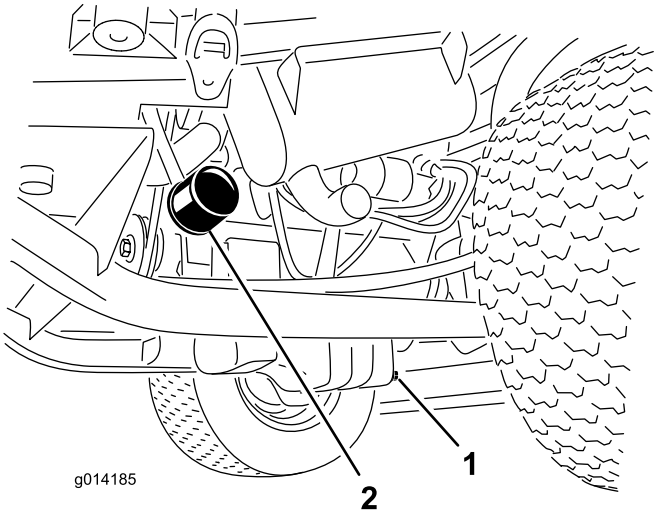

Figur 45
1. Fjern tappepluggen (Figur 45) og la oljen renne ut i en beholder.
3. Ta av oljefilteret (Figur 45).